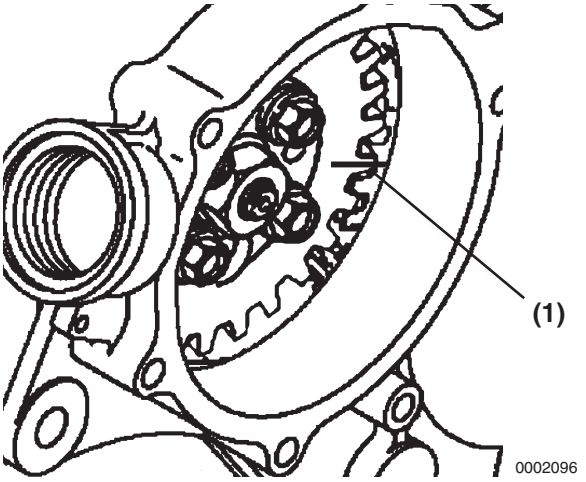

Figure 7-16
1. Ensure the fuel injection pump drive gear is aligned with the idler gear using the reference marks made earlier **(Figure 7-16, (1))**.